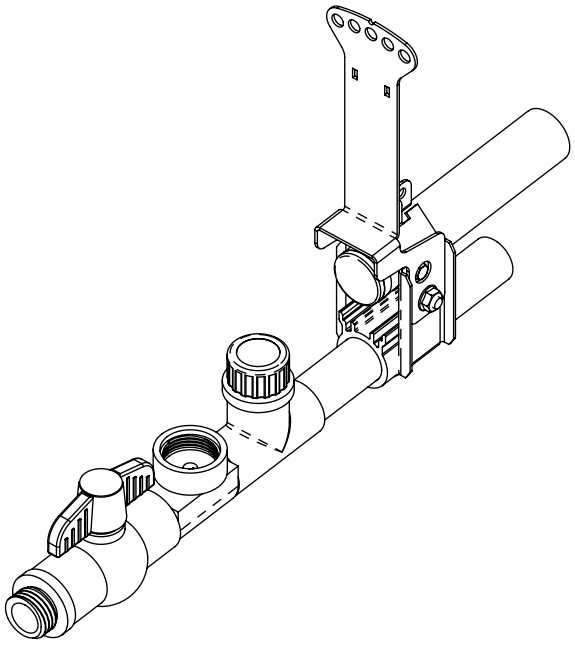

Figure 12 - Isometric View of Assembly
2. Use PVC cement to glue garden hose adapters (P/N: VE326 for US, VE326M for SI) and ball valve (P/N: VV801) as shown in figure 12.
6. Insert (2) tek screws (P/N: 690112) through the side holes of the anti-tilt bracket (P/N: 820661) into the metal pipe.
9. If a hose is connected to the garden hose adapter on the tee, use Zip tie (P/N: PMTT6) to secure hose to the top circular hole in the anti-tilt bracket (P/N: 820661). Close off tee with cap (P/N: 820683 (US) or 820684 (SI)) if not used.